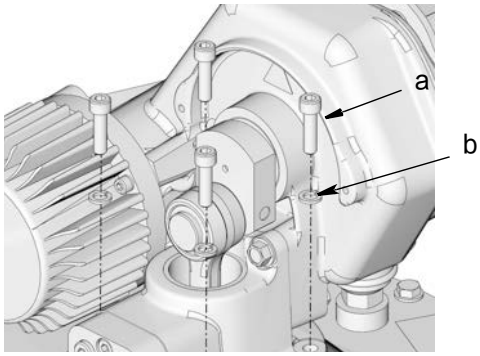

图 8
6. 将泵底座上的孔与料桶 / 储罐盖上的孔对齐（图 8）。使用步骤 1（第 8 页）中拆下的螺丝 (a) 和垫圈 (b) 将泵牢牢固定在料桶 / 储罐盖上，固定时扭矩应达到 28 +/− 3 英尺磅。